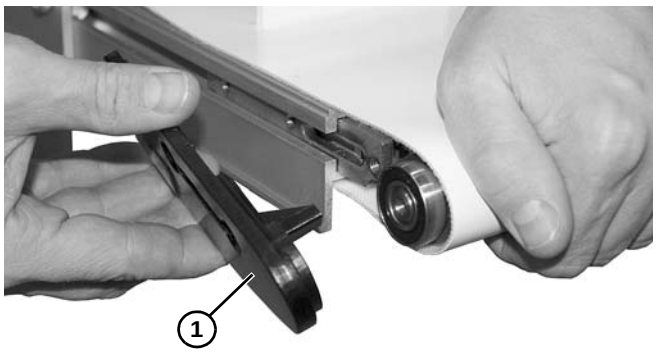

Abbildung 57
4. Die Kopfplatte **(Abbildung 57, Teil 1)** vom Rahmen des Förderbands abnehmen und dabei die Spindel festhalten.